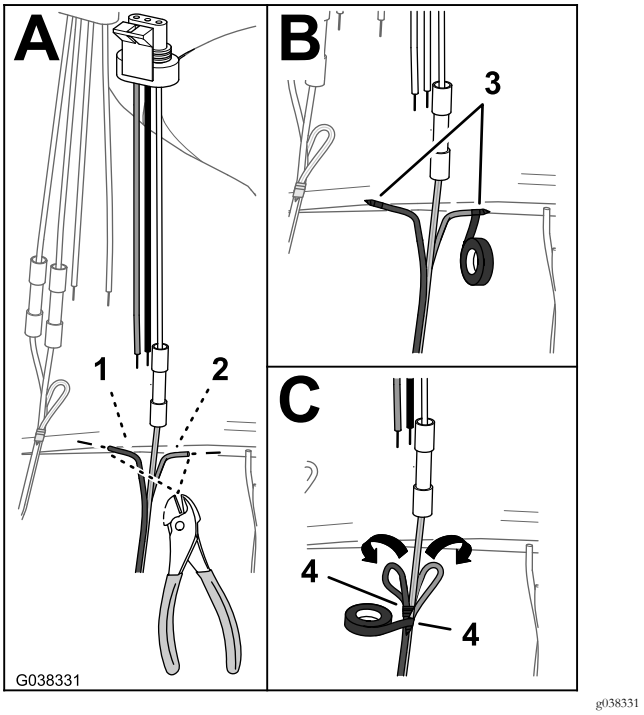

Figura 44
A. Corte os condutores do fio castanho e do fio azul alinhados com o isolamento (Figura 44).
B. Envolva a extremidade do fio castanho com fita isolante para vedar o fio (Figura 44).
C. Envolva a extremidade do fio azul com fita isolante para vedar o fio (Figura 44).
D. Dobre o fio castanho e o fio azul com o fio amarelo e verde e envolva os 3 fios juntos com fita isolante (Figura 44).